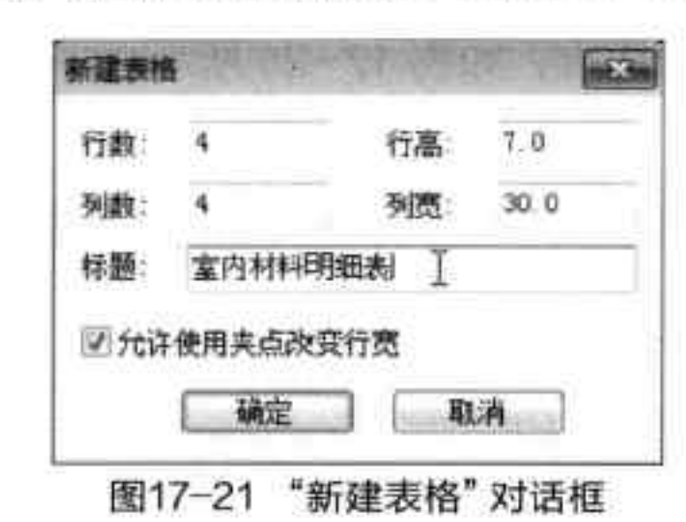

图17-21 “新建表格”对话框
Step 01 执行“文字表格 > 新建表格”命令，在打开的“新建表格”对话框中，输入表格的行数和列数，并输入表格标题，如图 17-21 所示。